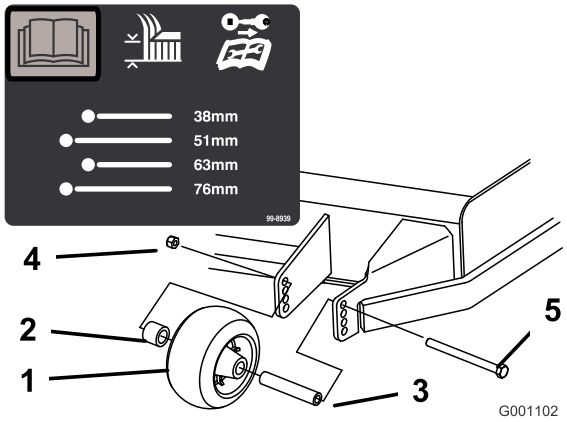
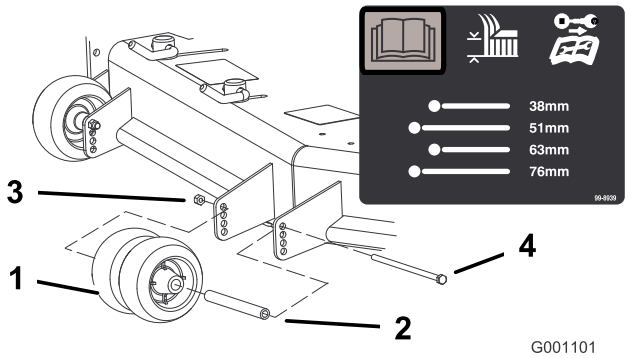
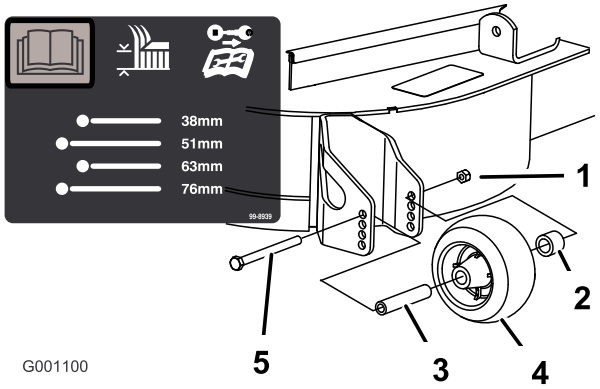

Figur 17
Figur 18
Figur 19
3. Etter å ha justert klippehøyden må du justere valsene ved å fjerne flensmutteren, hylse, avstandsstykke og bolt (Figur 17, Figur 18 og Figur 19).
Merk: De to midtre valsene har ikke et avstandsstykke (Figur 18).
5. Monter flensmutteren, hylsen, avstandsstykket og bolten. Stram til et moment på 54–61 Nm (Figur 17, Figur 18 og Figur 19).